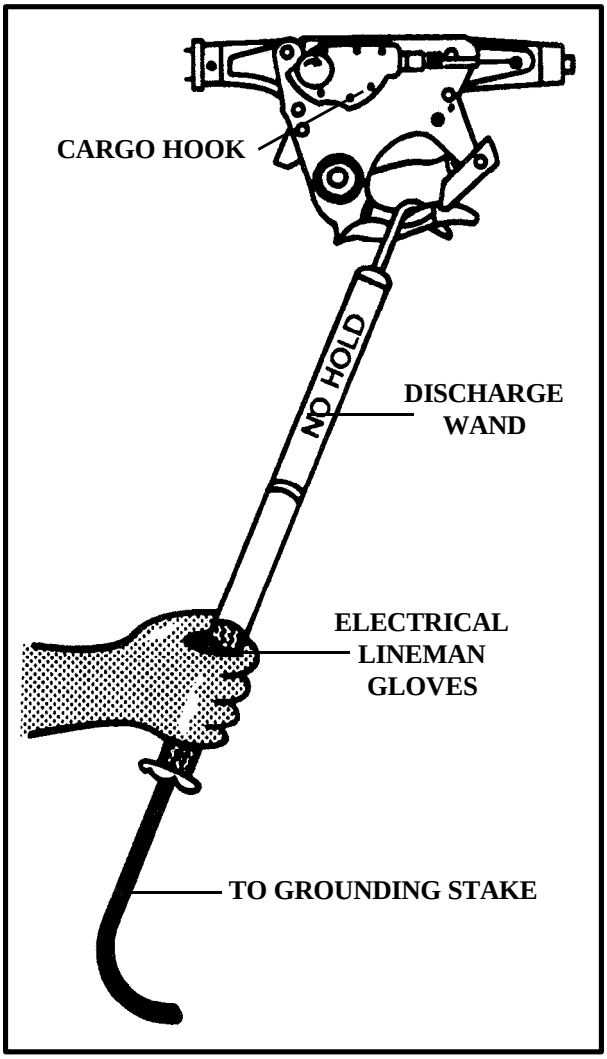

*Figure 3-4. Positioning the Static Discharge Wand on Aircraft's Hook*
**(3)** Do not hold the discharge wand within 14 to 16 inches of the metal hook end. A strong static charge can jump up to 12 inches. To be effective, the grounding wand must maintain contact with the cargo hook during the hookup operation (Figure 3-4). If contact is lost, all personnel will pull back from the hook until contact is reestablished between the wand and the aircraft's cargo hook.